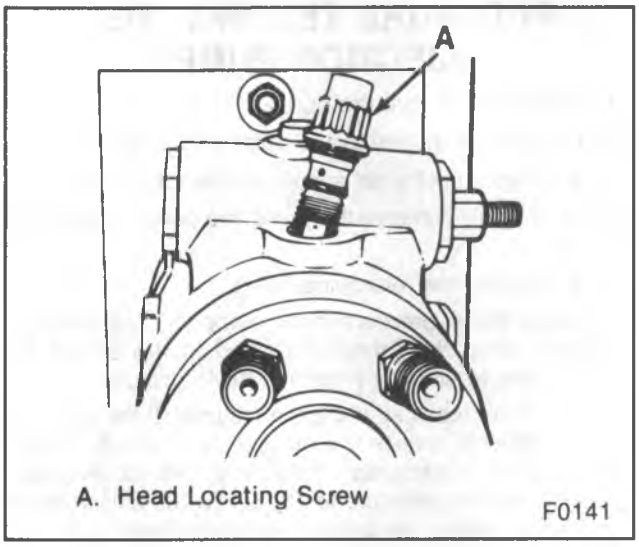

Figure 34—Head Locating Screw
9. Head locating screw and seal (figure 34).